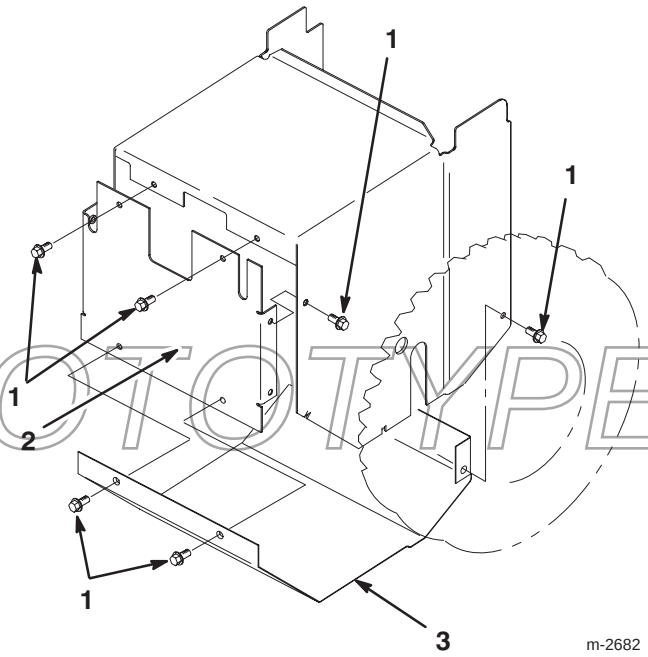

Bild 35
5. Entfernen Sie die acht Schrauben, mit denen die hintere und untere Abdeckung befestigt sind und entfernen Sie die Abdeckungen (Bild 35).